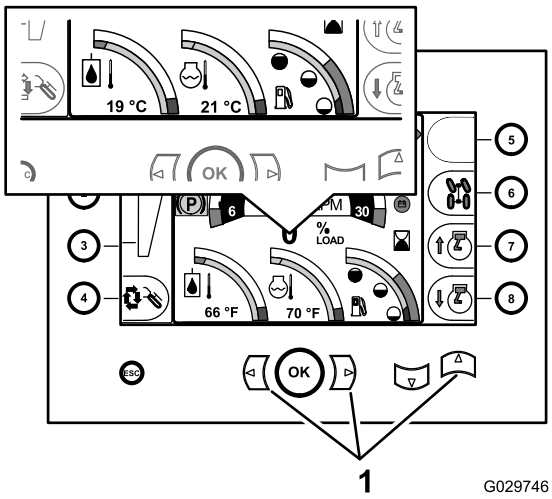

Rysunek 32
1. Wyświetl ekran główny centrum sterowania (Rysunek 32).
2. Naciśnij przyciski w lewo + w prawo + w górę (Rysunek 32).